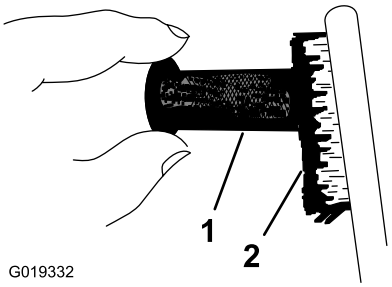

Figure 57
6. Use a brush to carefully remove carbon deposits from the spark-arrester screen (Figure 57).